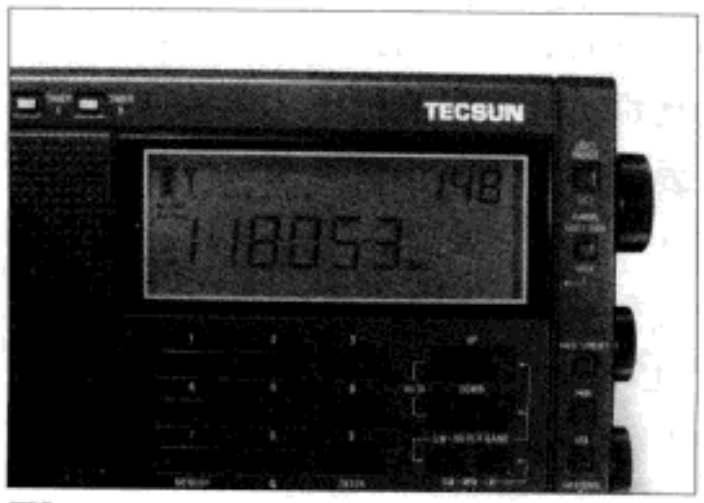

图3
(1) 三挡灵敏度调整功能，防止强台过载。和其他收音机常用“天线衰减法”不同，PL-600的灵敏度调整功能是通过改变机内高放电路增益来实现的，从而取得衰减灵敏度和保证信噪比的和谐统一。
(2) 调频0.01MHz、调幅1kHz精细步进。如果机器存在轻微的中频频偏，可以故意略微调偏接收频率，从而抵消中频频偏，以取得更好的接收效果。
(3) 调频接收频率可自行设置为76~108MHz或87~108MHz。前者可接收校园广播和第四频道电视伴音，但因频宽关系，容易收到镜像台，且搜索整个波段所需的时间较长。后者和前者的优、缺点恰恰相反，用户可选择自己喜欢的设置。
(4) 短波、中波、长波采用高中频二次变频设计，杜绝镜像干扰；具备宽、窄带选择功能，兼顾音质和抗临频干扰。
(5) 短波单边带接收功能，可以收听业余电台，增加可玩性和趣味性。德生官方论坛上，甚至有网友破解出PL-600隐藏的AIR（航空波段）接收功能：关机，按“SYSTEM SET”键，按“0”、“3”数字键，再按“SYSTEM SET”键，开机，反复按“FM-MW-LW”键直到屏幕上出现飞机图样和AIR字样(见图3)。如果想取消航空波段接收功能，再次重复上述步骤即可。笔者按图索骥了一番，可以调出界面，但并没有收到有用的信号，看来在硬件上并不支持。据此推测德生在PL-600开发研制之初，把接收航空波段列入考虑范围，但后来不知由于什么原因取消了。